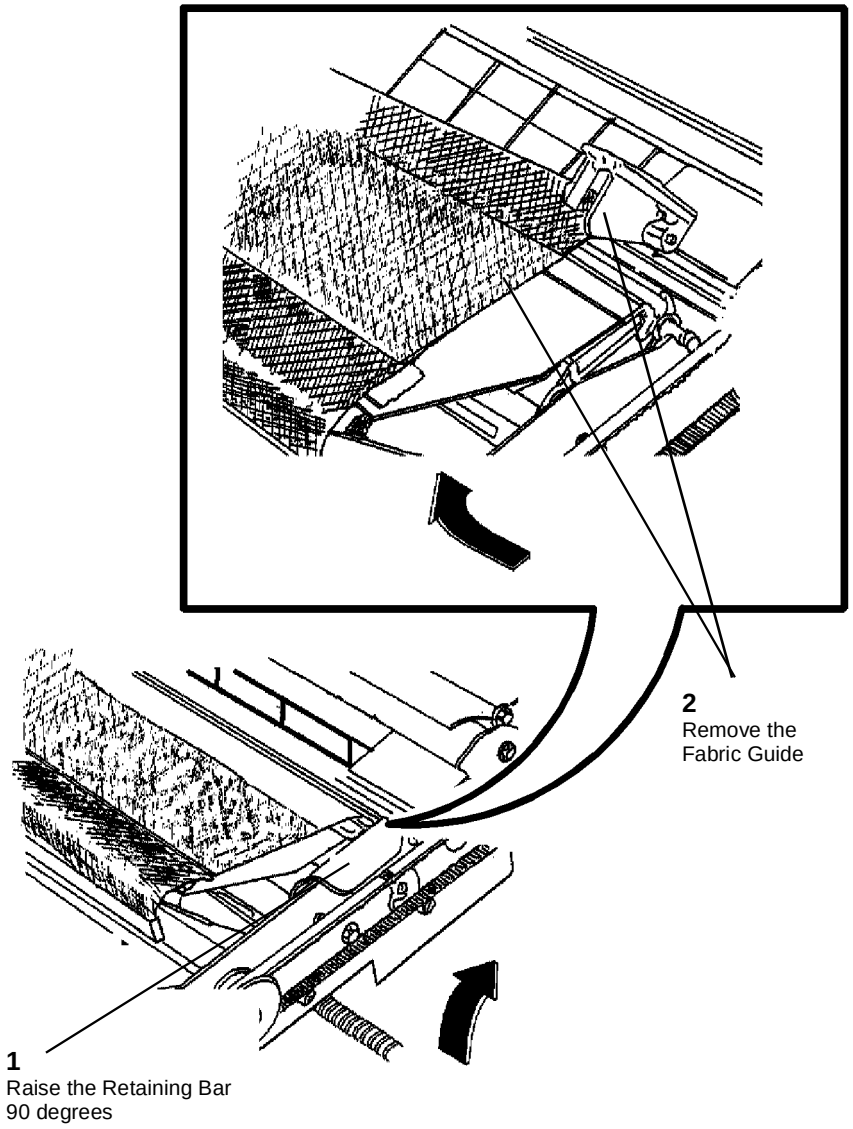

**Figure 1 Removing the Fabric Guide**
2. (Figure 1): Carefully reach into the Printer and remove the Fabric Guide.